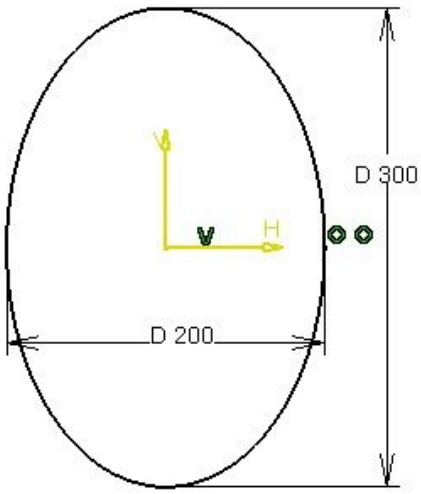

Figure 10-69 *The guide curve*
b. Draw the sketch for the base surface, refer to Figures 10-69 and 10-70.
3. Draw an ellipse for the guide curve, as shown in Figure 10-69, and exit the **Sketcher** workbench. If the sketch is selected, then you need to click anywhere on the screen to deselect it.